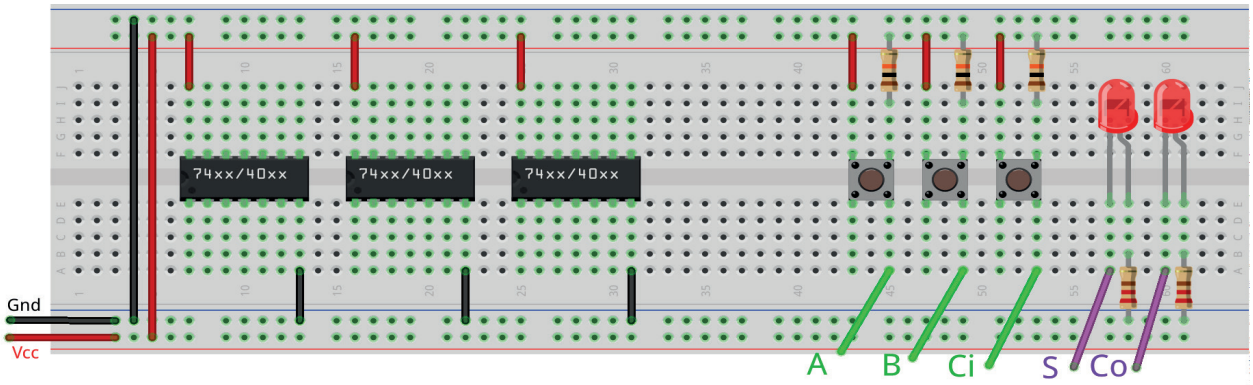

Figura 6.11 – Disposição dos componentes na placa de montagem.
2. Monte o circuito na placa de montagem, conforme figura 6.11.